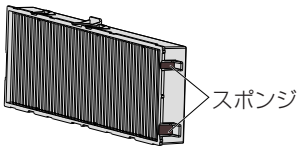

図 1
- エアフィルターユニットの短辺側の端面にあるスポンジ (図 1) が外れないようにご注意ください。